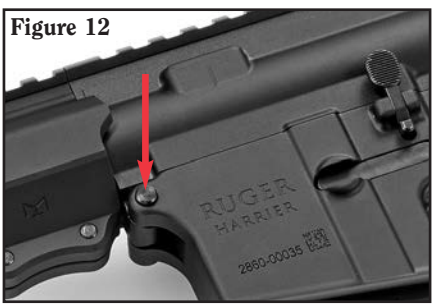

Figure 12
4. Removing the upper receiver from the lower receiver. (See Figures 12 - 14.)